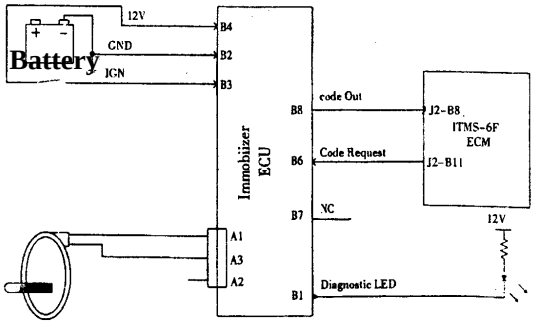

Figure 6.3-4
2. Interface of antitheft controller. (See Figure 6.3-4.)